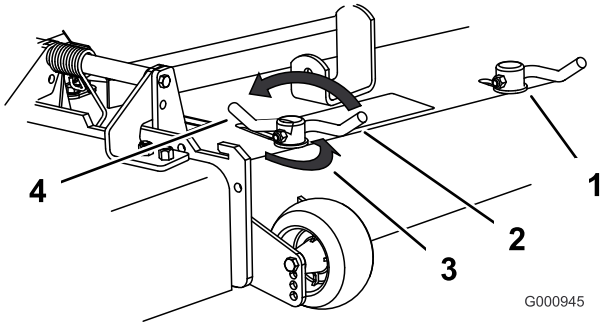

Figur 20
3. Knastlåsene justeres ved at svinge grebet op, så knastlåsen løsnes (Figur 20).
5. Sving grebet tilbage for at stramme skærm og knastlåse (Figur 20).